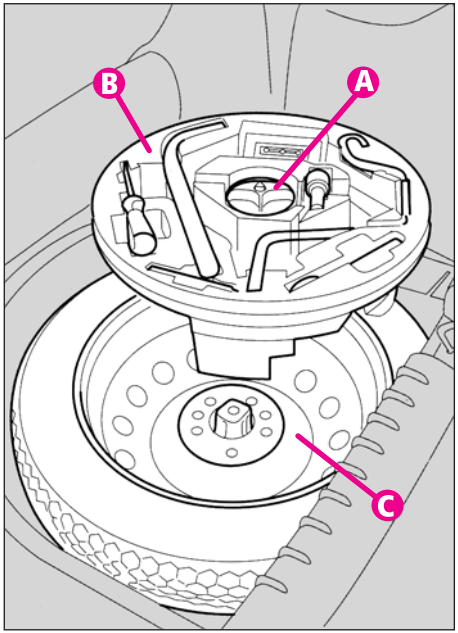

fig. 3
-slăbiți dispozitivul de fixare (**A-fig. 3**)
-așezați cutia cu unelte peste roata de rezervă și fixați-o cu ajutorul dispozitivului (**A-fig. 3**).